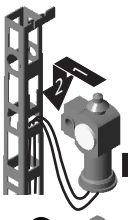

Abb.7
11. Jetzt wird die Laterne mit ihrer Schwalbenschwanzführung in die entsprechende Führung des Mastes eingesetzt und dann von oben nach unten eingeschoben (siehe Abbildung 7). Die Kabel werden anschließend vorsichtig (nicht reißen!) nach unten aus dem Mast herausgezogen, so daß lediglich eine kleine Schlaufe zwischen Laterne und Mast verbleibt.